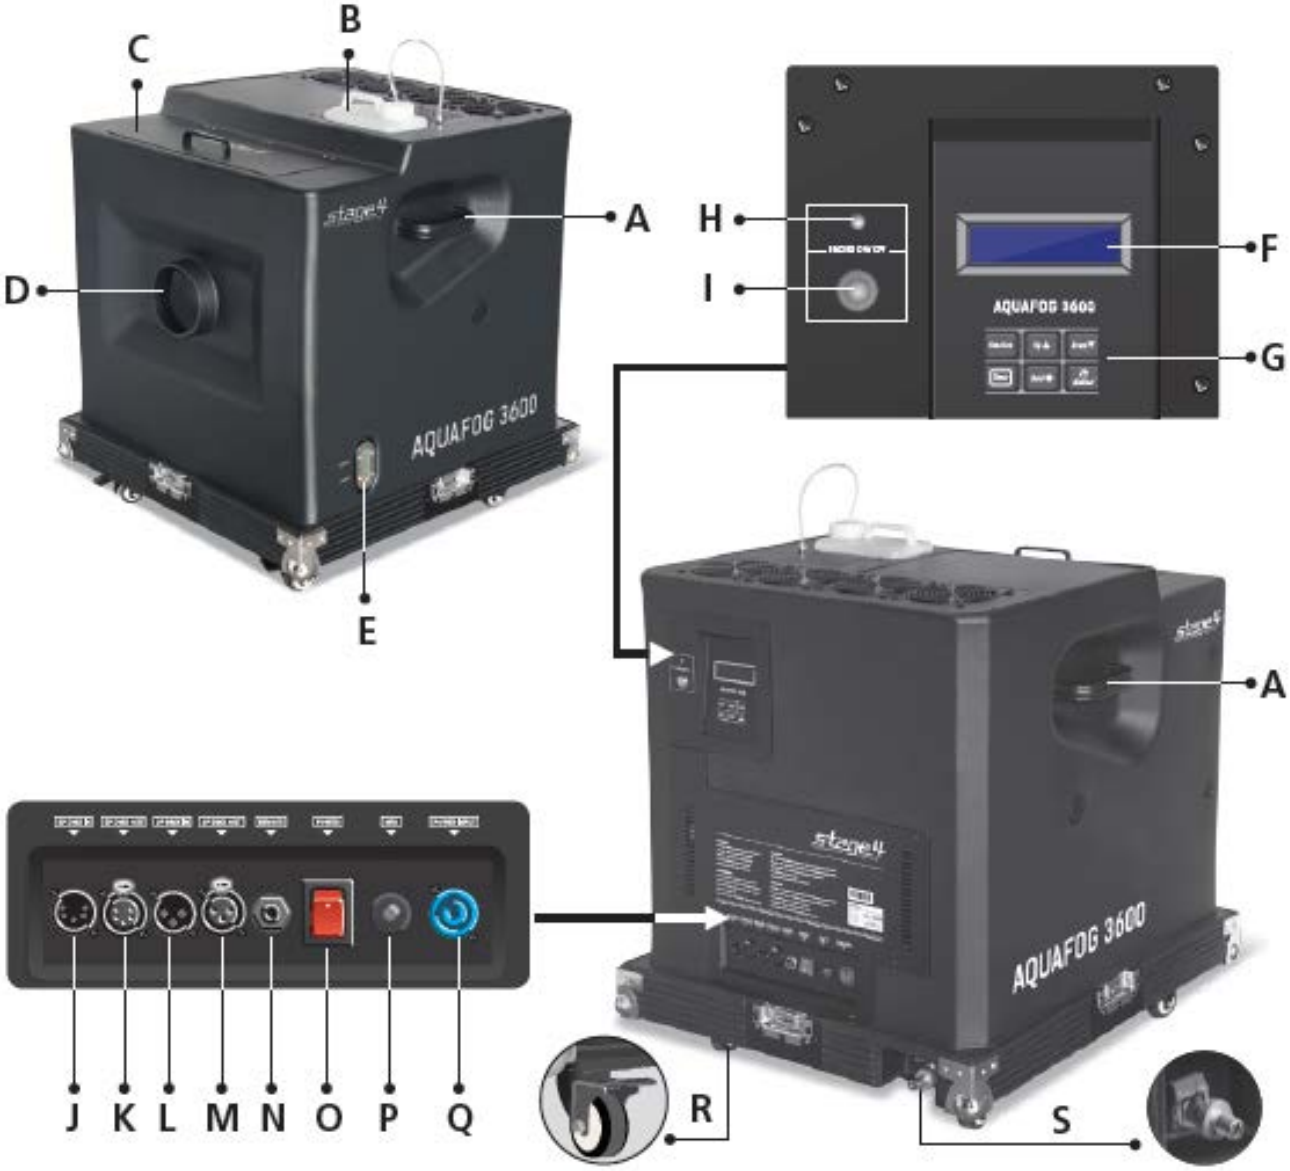

Рисунок 1
4. Используйте только высококачественную жидкость для образования тяжелого дыма на водной основе (рисунок 1-B).
5. Налейте воду в бак (рисунок 1-C). Не превышайте ограничительную линию, используйте только чистую воду. Если воды недостаточно, генератор автоматически прекратит работу.
7. Для управления используйте ЖК-дисплей и функциональные клавиши (рисунок 1-F и G) или контроллер DMX.
8. Также для управления можно подключить пульт ДУ к соответствующему разъему (рисунок 1-N) на задней панели устройства.